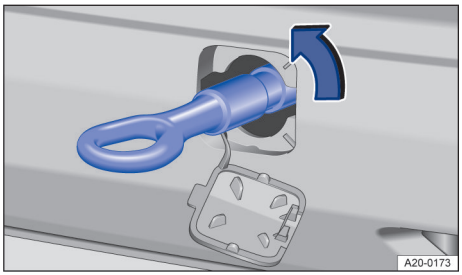

Fig. 188 Dans le pare-chocs arrière, côté droit : vissage de l'œillet de remorquage
4. Vissez l'œillet de remorquage aussi fermement que possible dans sa fixation en le tournant dans le sens de la flèche → fig. 188 → page 342. Utilisez un objet approprié permettant de visser complètement et fermement l'œillet de remorquage dans son logement.